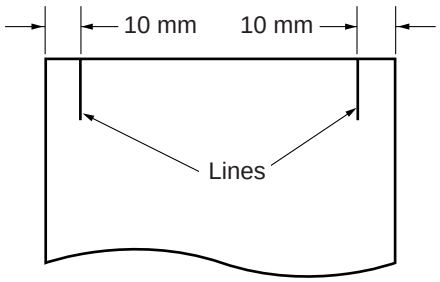

Figure 10-209
1) Mark a line 10 mm from each edge of a piece of copy paper (B4), as shown in Figure 10-209.